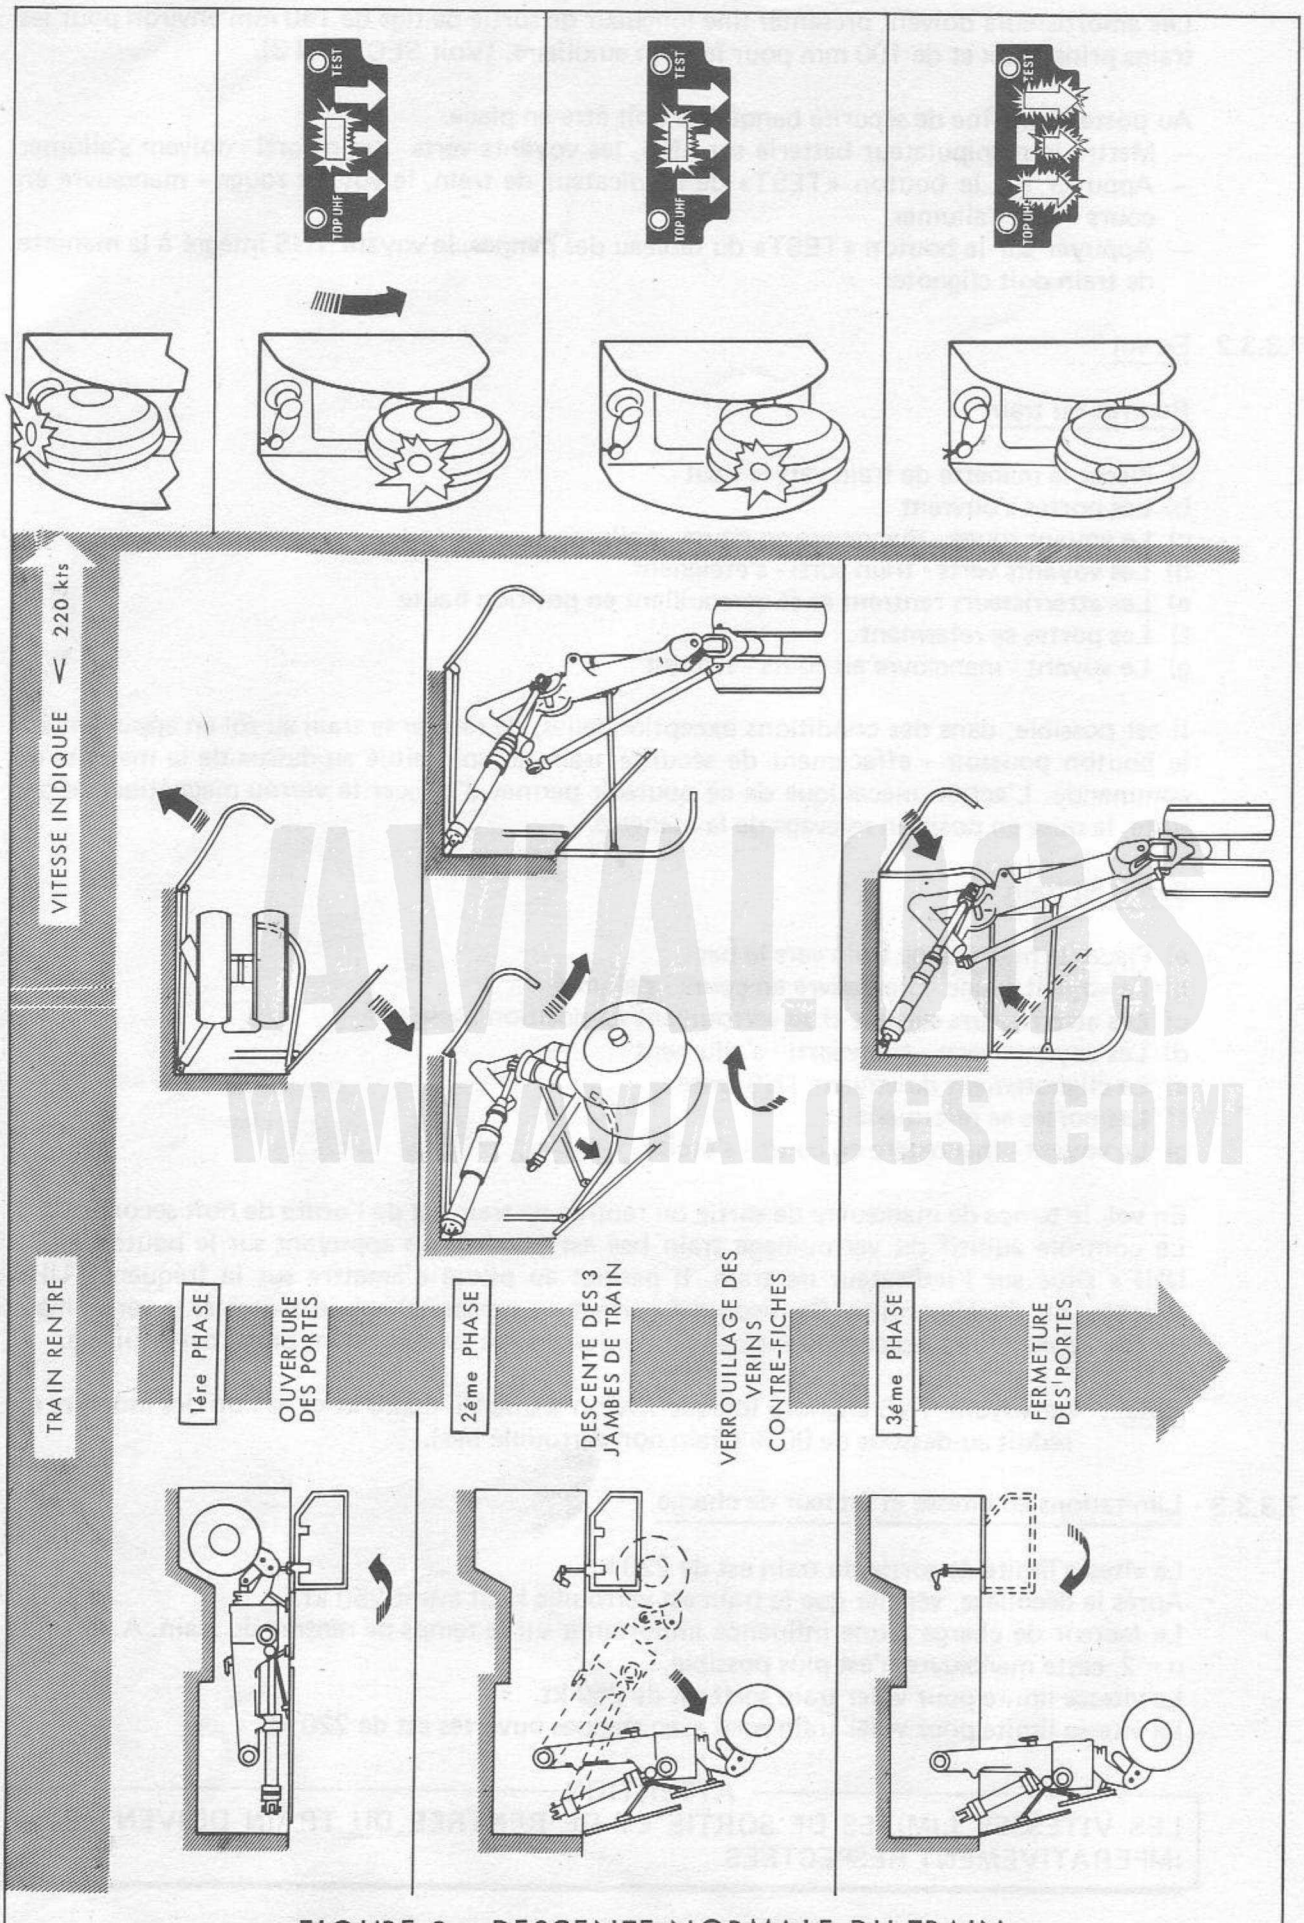

FIGURE 8 - DESCENTE NORMALE DU TRAIN
7.3.3 - Utilisation normale (Fig. 8)